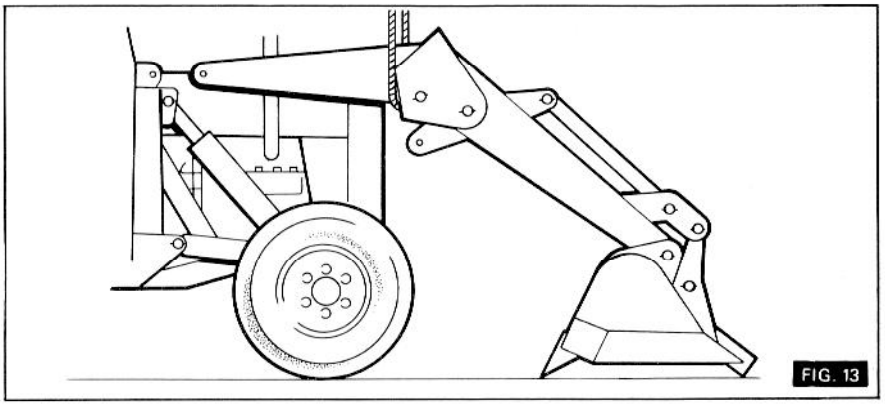
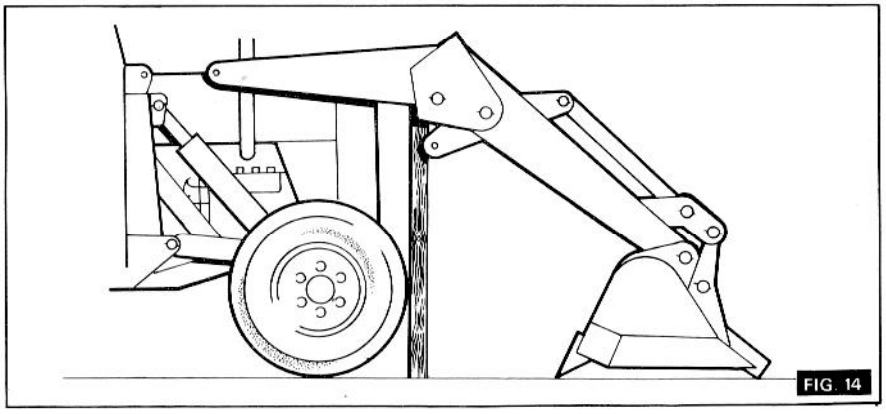

FIG. 13
FIG. 14
5. Maintenir les bras à l'aide d'une élingue (voir Fig. 13) ou de deux madriers (voir Fig. 14).